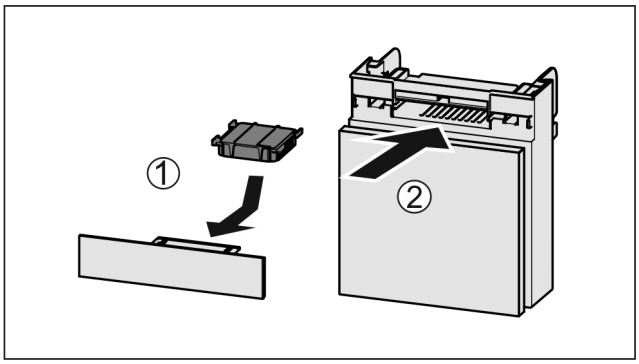

Fig. 133
▶ Introduceți *Fig. 133 (1)* filtrul de cărbune activ după cum se vede în figură.
▶ Împingeți *Fig. 133 (2)* compartimentul în interior.